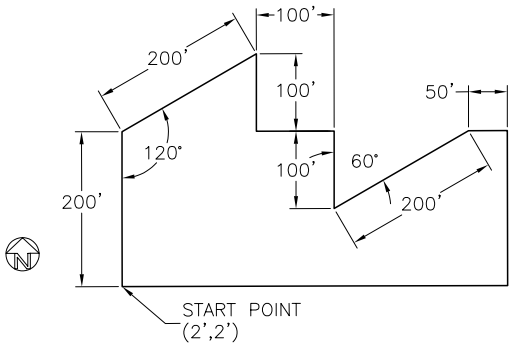

Figure 2-53 *Drawing for Example 5*
In this example, you will set units for a drawing based on the specifications given below and then draw Figure 2-53.
6. With the units set, you need to draw Figure 2-53 using the relative polar coordinates. The prompt sequence to complete the sketch is as follows: